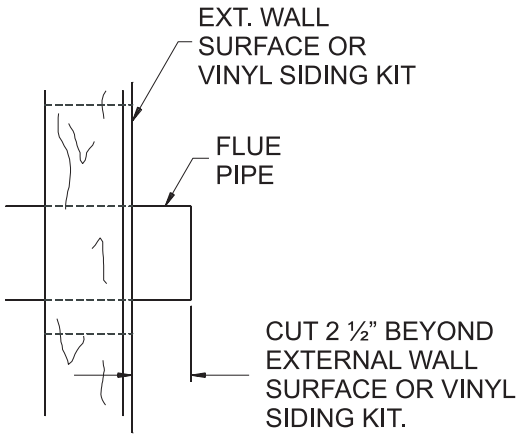

Figure 61
8. Attach the 4" (102mm) diameter flue outlet tube onto the rigid venting system or directly to fireplace. Ensure the 4" (102mm) diameter flue outlet tube is placed as far as possible onto the rigid venting system. Mark the 4" (102mm) diameter flue outlet tube 2 1/2" (64mm) beyond the vinyl siding kit or wall. S**ee Figure 61.** Remove the 4" (102mm) diameter flue outlet tube from rigid venting system. When installing directly to fireplace, tape gasket needs to be used.